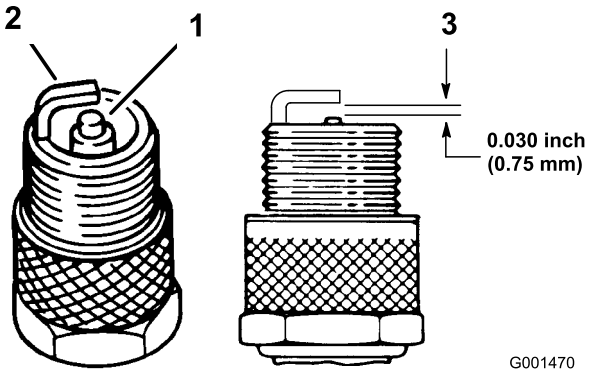

Figur 27
1. Se på midten af tændrørene (Figur 27). Hvis der kan ses en lys brun eller grå farve på isolatoren, fungerer motoren korrekt. En sort belægning på isolatoren betyder normalt, at luftfilteret er snavset.
2. Kontroller gnistgabet mellem midter- og sideelektroden (Figur 27). Bøj sideelektroden (Figur 27), hvis gabet ikke er korrekt.
3. Slut tændrørskablerne til tændrørene (Figur 27).